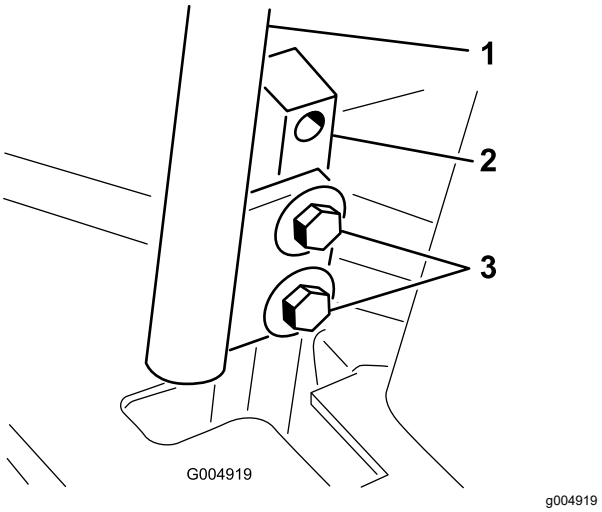

Figur 55
3. Løsn boltene, der fastgør bevægelseshåndtagene (Figur 55).